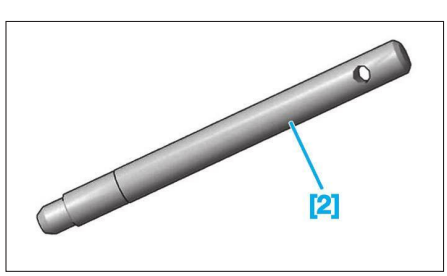

**Fig. 3**
- [2] Pige de la poulie d'arbre à cames (réf : 0132.AJ1) **(Fig.3)**.